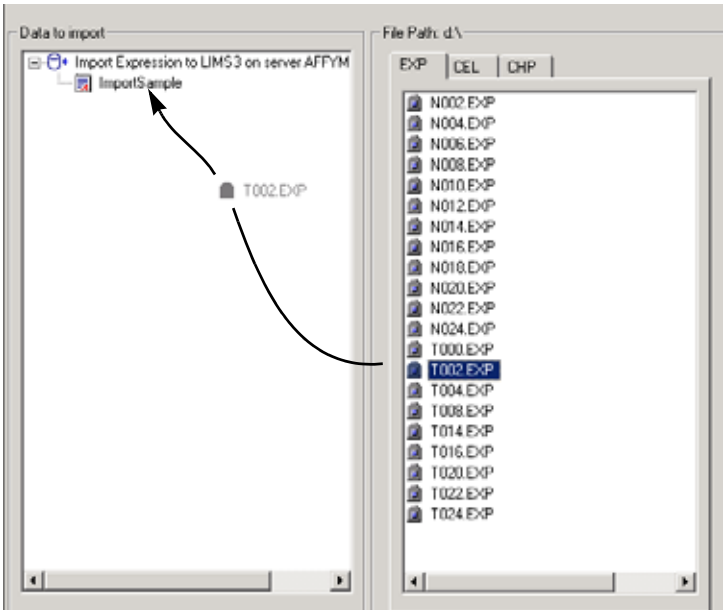

Figure A.5
25. Select the .exp file and drag it to the sample in the **Data to import** pane **(Figure A.5)**.